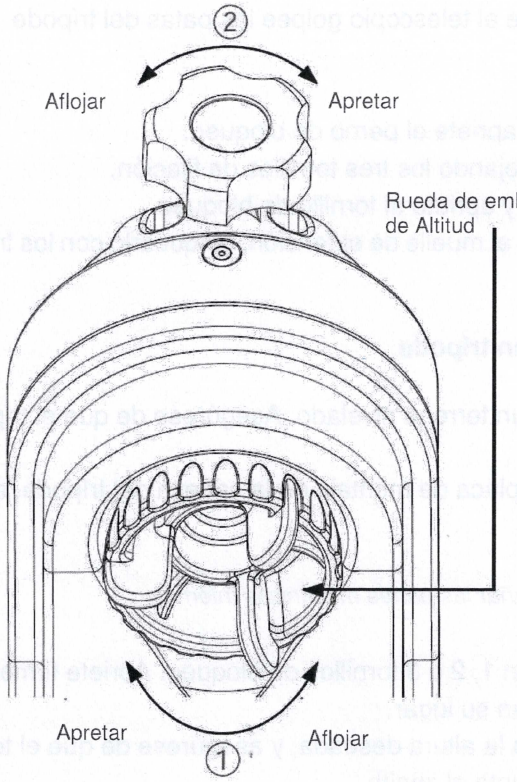

Fig. 1.3a
1. Afloje la rueda del embrague de la altitud y gire la montura hasta que la ranura de la cola de milano esté horizontal, apriete nuevamente la rueda de embrague de altitud. (Fig 1.3a).